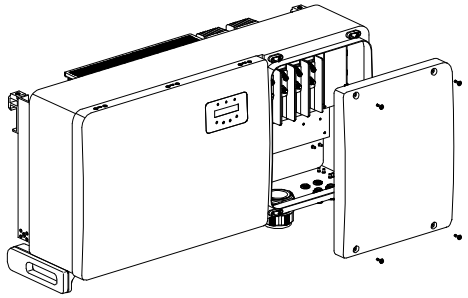

图3.27 拆下接线盒盖
4. 拆下逆变器接线盒上的4个螺丝，然后拆下接线盒盖（图3.27）。